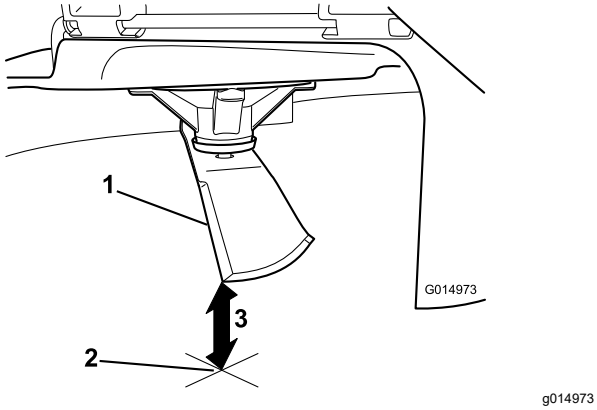

**Figur 104**
3. Mål fra spidsen af skærekniven til den plane overflade (Figur 104).